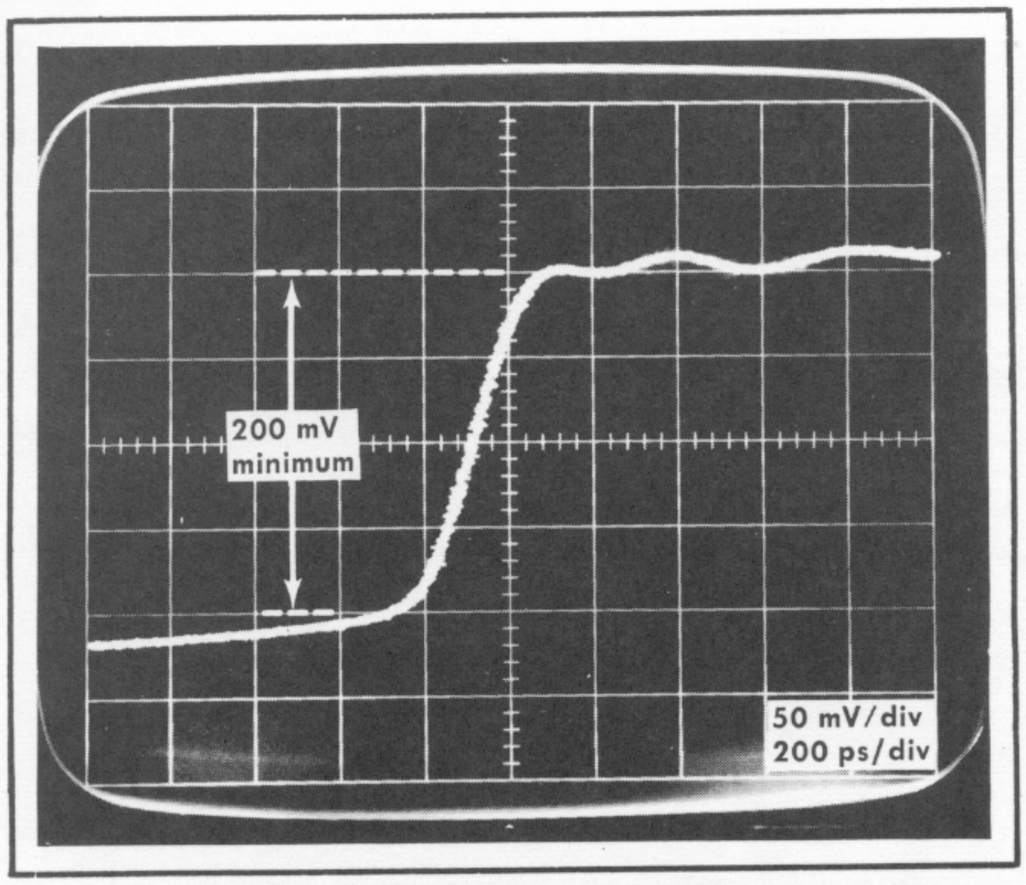

Fig. 5-9. Typical display for measuring Trigger pulse amplitude.
c. Measure the amplitude on the positive going portion, see Fig. 5-9.